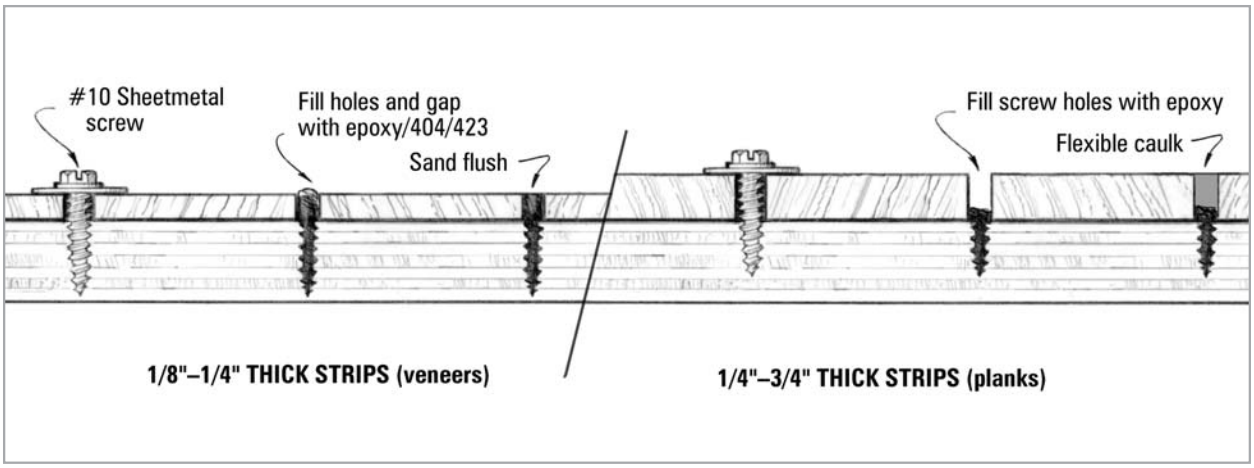

Figure 5-24 *Sheet metal screws with large washers will clamp the strips in position until the epoxy/404/graphite mixture cures thoroughly.*
6. Clamp the plank in place with #10 sheet metal screws and large washers. Place the screws and washers between the strips, 8" apart. Each row of screws will clamp the edges of two adjoining planks and act as spacers *(Figure 5-24 left)*. Coat the screws and washers with a mold release or place a small sheet of plastic under the washers to prevent bonding. Washers may also be cut from stiff plastic, thin wood lathe or similar stock with holes drilled for the screws. Tighten the screws down completely after pushing both adjoining strips tight against the screws. The epoxy mixture should squeeze up between the strips. Any voids between the planks should be filled at this time with the epoxy/404/graphite mixture.
Note: If planks thicker than ⅛" are used, do not fill between the planks with thickened epoxy. Instead, remove squeezed-out epoxy between planks and allow to cure. Remove the screws and washers and sand the top surface of the planks fair. Fill the joints with Thiokol or polysulfide caulk *(Figure 5-24 right)*.